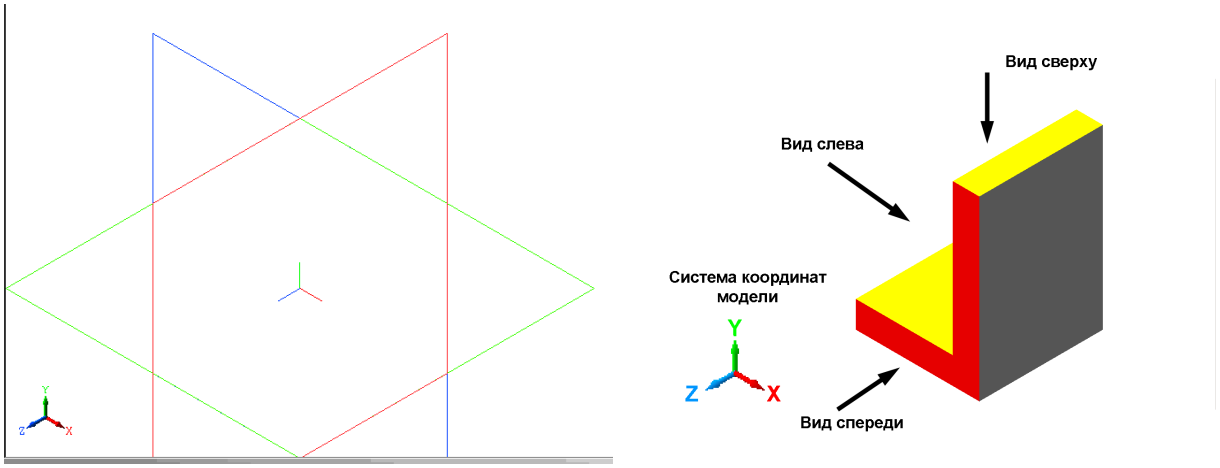

Рис. 10.1.
1.4. Установите ориентацию **Изометрия XYZ** (рис. 10.1).